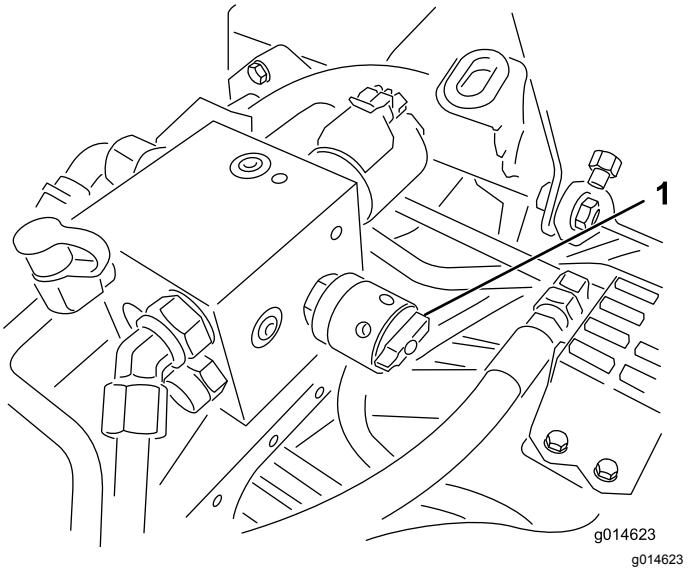

Figur 53
4. Justera cylinderhastigheten genom att vrida ratten (Figur 53) tills indikatorpilarna är i linje med den siffra du fastställde i steg 3.
6. Vrid cylinderhastighetsreglaget till inställningen 1 (Figur 53).